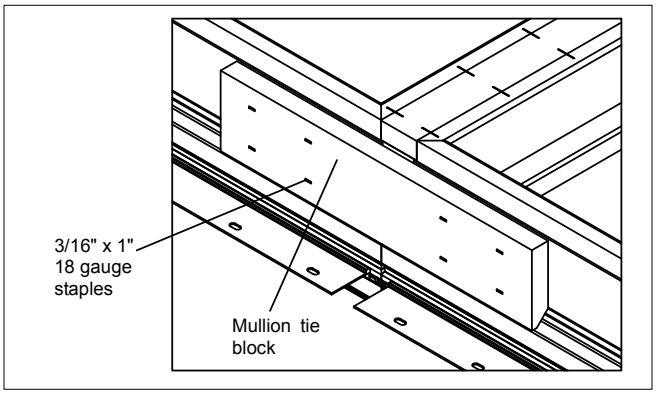

**Figure 12**
7. Attach mullion tie block at sill with at least four 3/16″ x 1″ 18 gauge staples on each side as shown in figure 12.